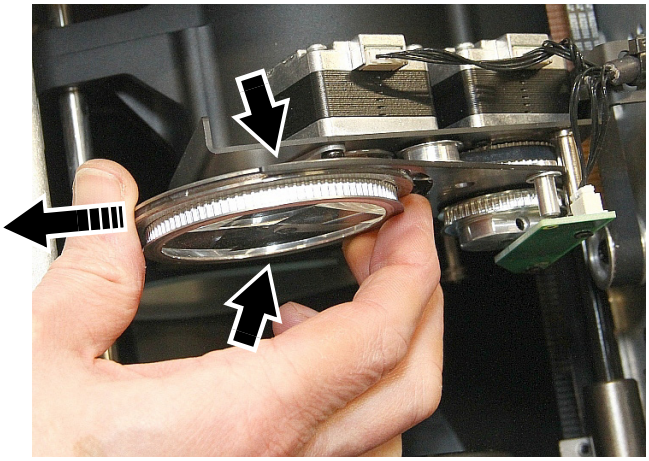

Figure 24: Removing the prism
6. See Figure 24. Slide the prism out of the jaws (arrowed) that it sits in. Store it for possible re-use.